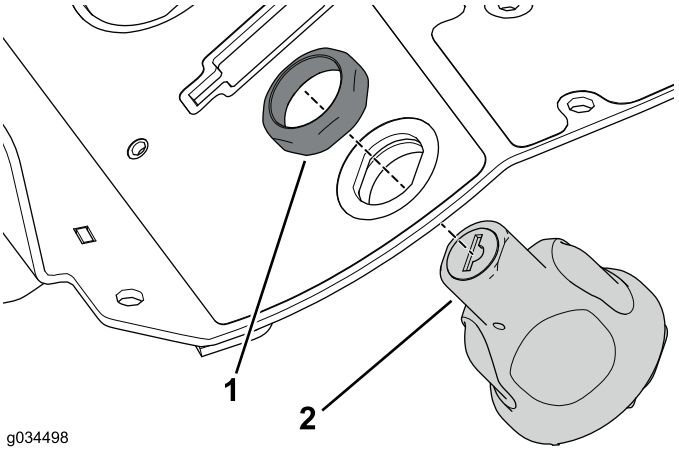

Figur 29
4. Brug låsemøtrikken, du fjernede tidligere, til at fastgøre tændingskontakten til konsollen (Figur 29).